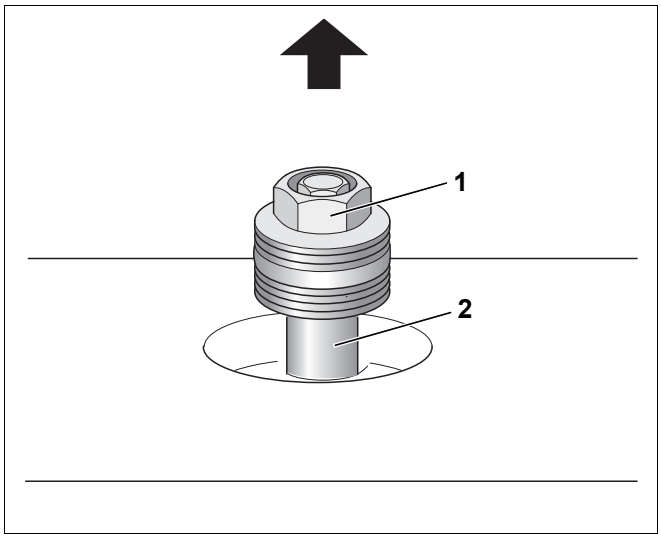

Рис. 15 Замена магниевого анода
- Отверните шестигранник (рис. 15, [1]) магниевого анода накидным гаечным ключом SW 32.
- Выверните анод (рис. 15, [2]).
- Если магниевый анод изношен, то установка нового производится так, как показано на рис. 15, стр. 18.